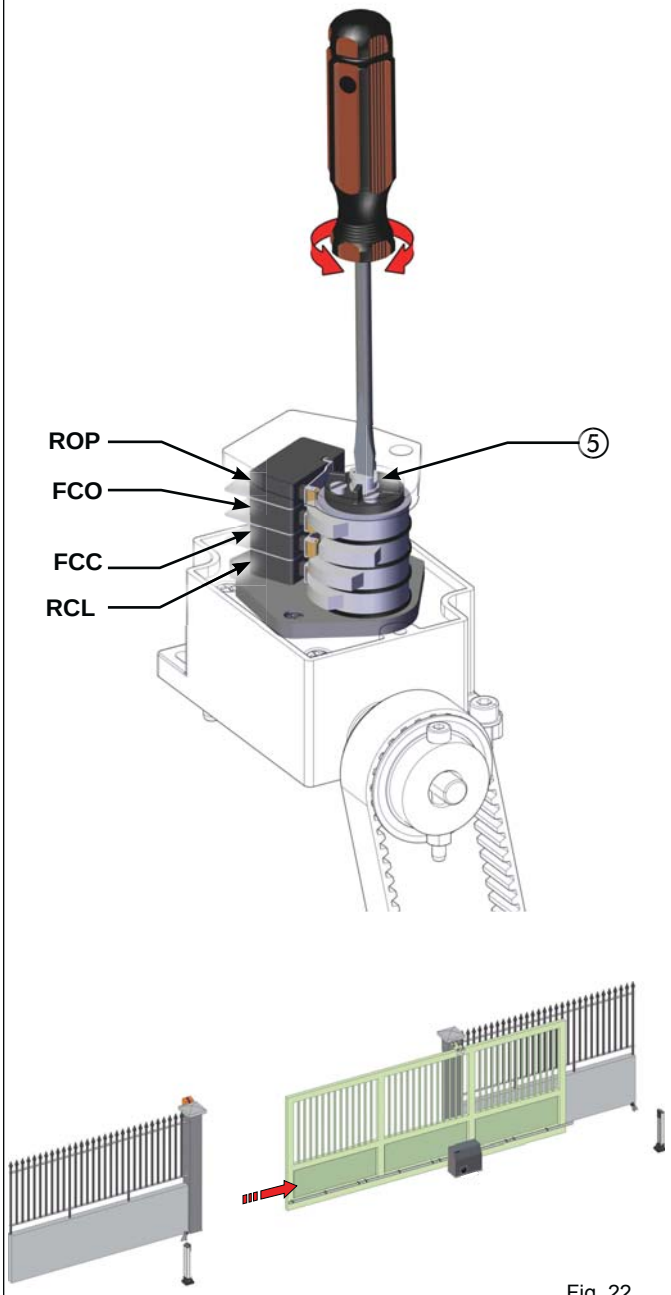

Fig. 22
4. Déserrer la vis centrale de blocage du groupe de fin de course (Fig. 22 réf. ⑤).
16. Serrer la vis centrale de blocage du groupe de fin de course (Fig. 22 réf. ⑤).